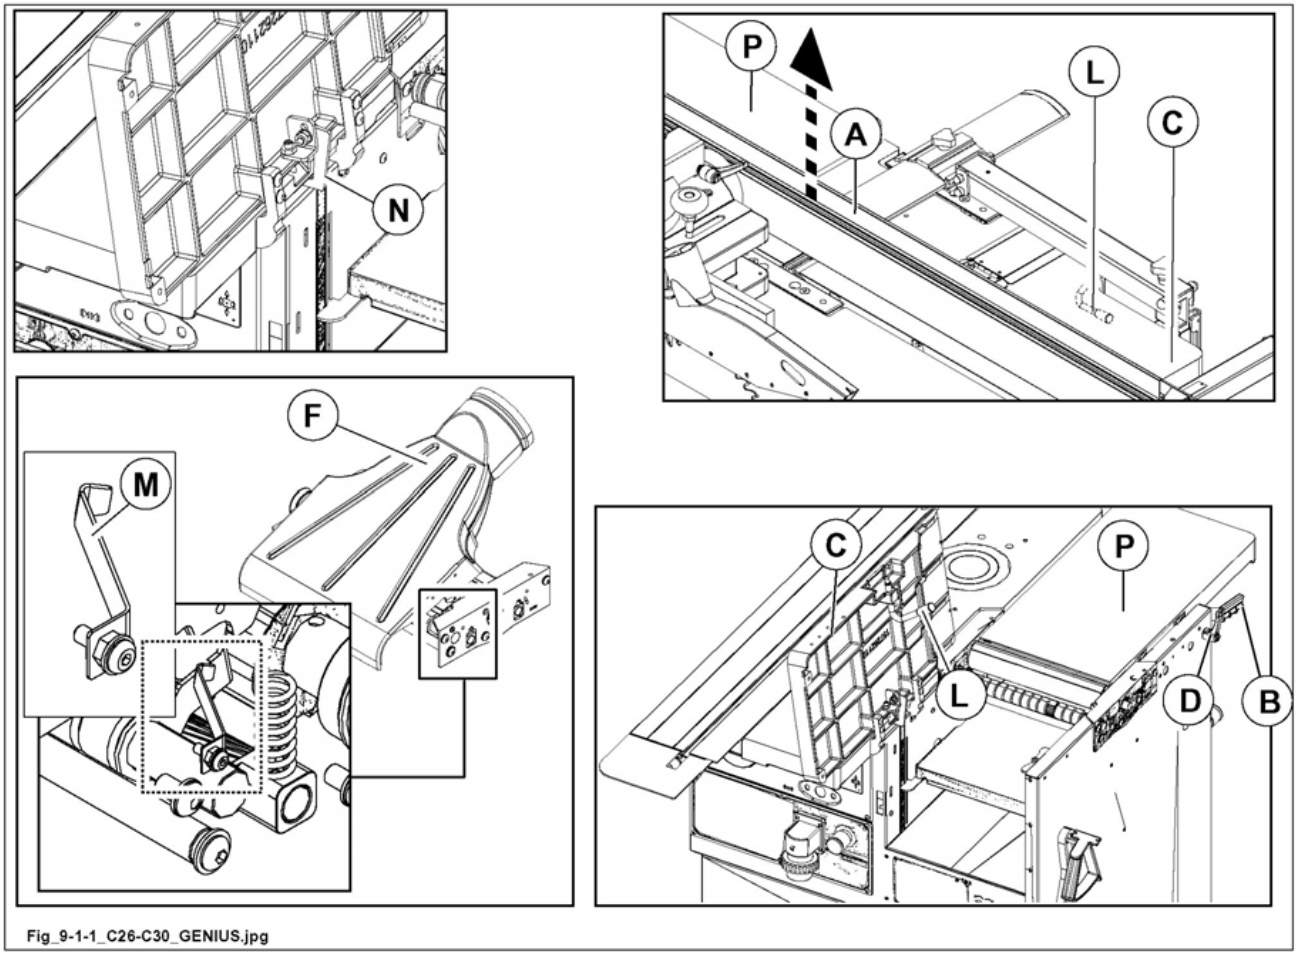

Fig. 9.1-1
remove the planing fence unit (A fig. 9.1-1) from the table.
- **Slacken the lever (L fig. 9.1-1) and lift the OUTLET surfacing table (C fig. 9.1-1);**
check that the block (N fig. 9.1-1) of the table opening is correctly positioned.
- Loosen the locking (D fig. 9.1-1).
- Operate on the lever (B fig. 9.1-1) in order to place the table (P fig. 9.1-1).
Lower the planing table (P fig. 9.1-1) so that guard (F fig. 9.1-1) is locked correctly.
Turn the chip conveyor hood (F fig. 9.1-1) upside down securing it by the spring (M fig. 9.1-1) (the hood rotation reacts again on the micro-switch, reactivating the machine).
- When the adjustment is over, tighten the locking (D fig. 9.1-1).
thicknessing can only be carried out if the safety guard (F fig. 9.1-1) is in position.